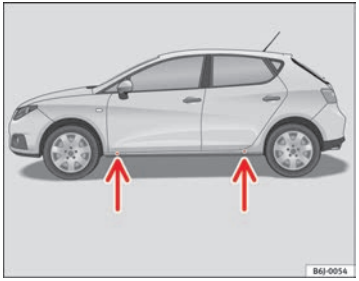

Fig. 126 Puntos de apoyo del gato
– Busque en el larguero inferior del vehículo el punto de apoyo mas cercano a la rueda pinchada ⇒ página 214, fig. 126.
En el larguero inferior van marcados los lugares en los que se puede apoyar el gato ⇒ página 214, fig. 126. Se ha previsto un lugar para cada rueda. El gato no debe colocarse en otros lugares.